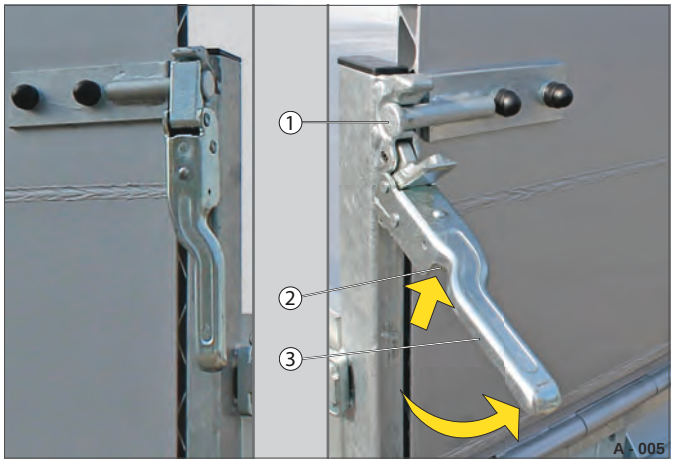

Fig. 9 Taplukkeanordning (rampevæg)
▶ Tryk lukkesikringen (Fig. 9 /2) ind.
▶ Træk i lukkehåndtaget (Fig. 9 /3).
Tappen (Fig. 9 /1) frigives.